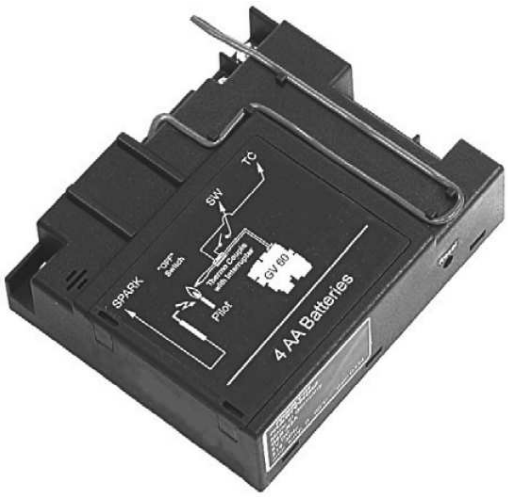

Figure 3: Récepteur “RESET” bouton
- Appuyez sur le bouton "**RESET**" du récepteur et maintenez-le enfoncé jusqu'à entendre 2 bips. Voir figure 3.